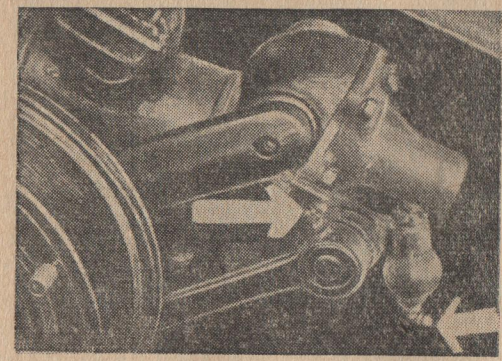

Рис. 78. Пресс-масленка поперечной рулевой штанги и пресс-масленка верхнего конца реактивного рычага.
8) поперечная рулевая штанга; две пресс-масленки, по одной на правой и левой головках наконечников (см. рис. 78);